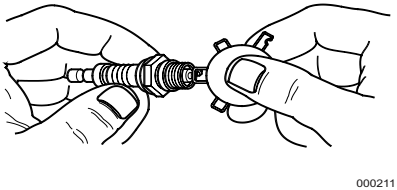

Figure 4-3. Spark Plug Gap
3. See *Figure 4-3*. Inspect electrode gap (B) with wire feeler gauge and replace spark plug if gap (A) is not within 0.028 - 0.031 in (0.70 - 0.80 mm).